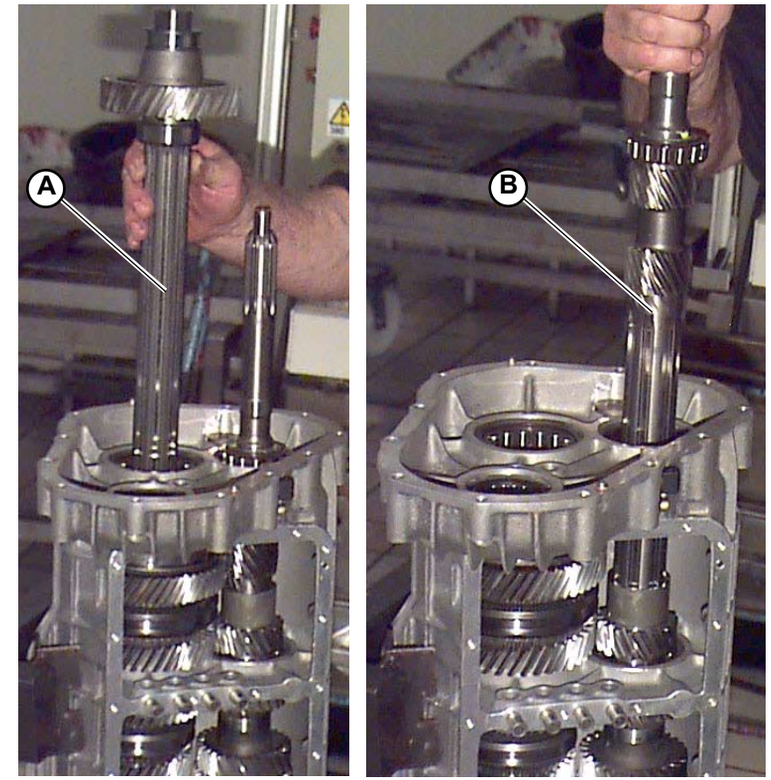

Fig.4
8. Carefully extract the countershaft (**A-Fig.4**) from the gearbox, allowing it to pass through all the gears; do not force. If necessary, slightly turn one or more gears (also on the main shaft) until the gear and shaft grooves achieve an angle where they match perfectly; then raise the shaft.
9. Carefully extract the countershaft (**B-Fig.4**) from the gearbox, allowing it to pass through all the gears; do not force. If necessary, slightly turn one or more gears until the gear and shaft grooves achieve an angle where they match perfectly; then raise the shaft.